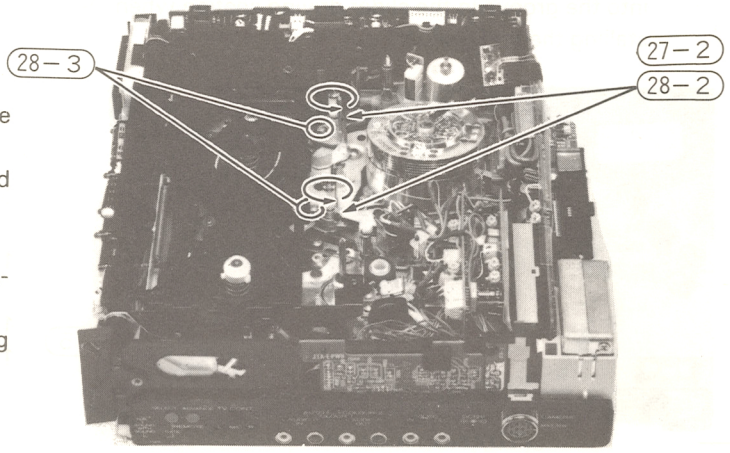

Fig. 32 Guide Roller, Supply and Take-up Inclined Guides
**27. Guide roller (Fig. 32)**
**28. Supply and take-up inclined guides (Fig. 32)**